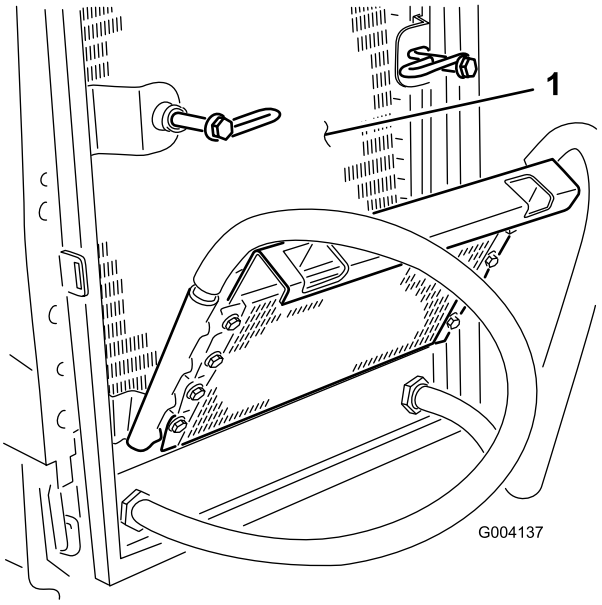

Rysunek 59
7. Stojąc od strony wentylatora chłodnicy, usuń zanieczyszczenia za pomocą sprężonego powietrza pod niskim ciśnieniem (50 psi) (nie używaj wody). Powtórz czynność od przodu chłodnicy, a następnie znowu od strony wentylatora. Dokładnie oczyść obie strony chłodnicy oleju. Po dokładnym oczyszczeniu chłodnicy silnika i chłodnic oleju usuń za pomocą sprężonego powietrza wszelkie zanieczyszczenia, które mogły się zgromadzić na innych częściach maszyny (Rysunek 59).